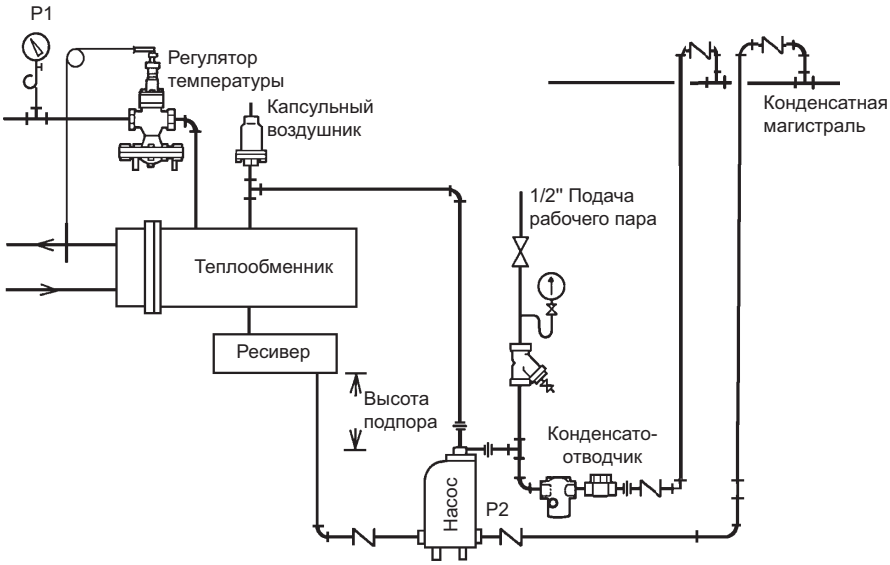

Рис. 3
1. Установите насос под дренируемым оборудованием, направьте выхлоп насоса вверх. Насос должен быть установлен с рекомендуемой высотой подпора (вертикальное расстояние между срезом крышки насоса и дном резервуара/ресивера), как показано на Рис. 3. Для определения другой высоты подпора необходимо сверится с графиком производи-тельности насоса, так как при снижении высоты подпора, производительность насоса уменьшается.
2. Чтобы предотвратить затопление оборудования во время фазы выпуска насоса, горизонтально выше насоса должна быть установлена выпускная труба от резервуара или ресивера, как на Рис. 3. Для точного определения размера ресивера/резервуара исполь-